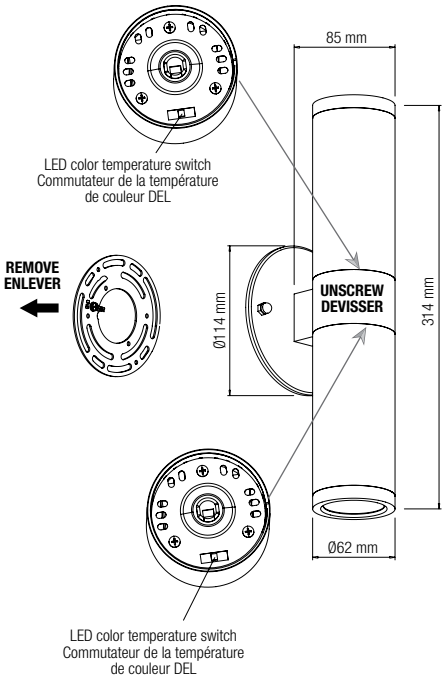

Fig. 2a
1. Remove the Universal Spider Adaptor Plate from the luminaire by unscrewing the two canopy screws (Fig. 2a).
2. Unscrew the two luminaire housings and select the desired LED color temperature using the switch placed inside the each cylinder (Fig. 2a detail).
3. Assemble each luminaire by screwing the two parts (Fig. 2a).
1. Retirer la plaque adaptateur à débouchures universelles du luminaire en dévissant les deux vis du pavillon de recouvrement (Fig. 2a).
2. Dévisser les deux boîtiers des luminaires et sélectionner la température de couleur de DEL choisie à l'aide des interrupteurs situés à l'intérieur du chaque cylindre (Fig. 2a détail).
3. Assembler chaque luminaires en vissant les deux parties (Fig. 2a).